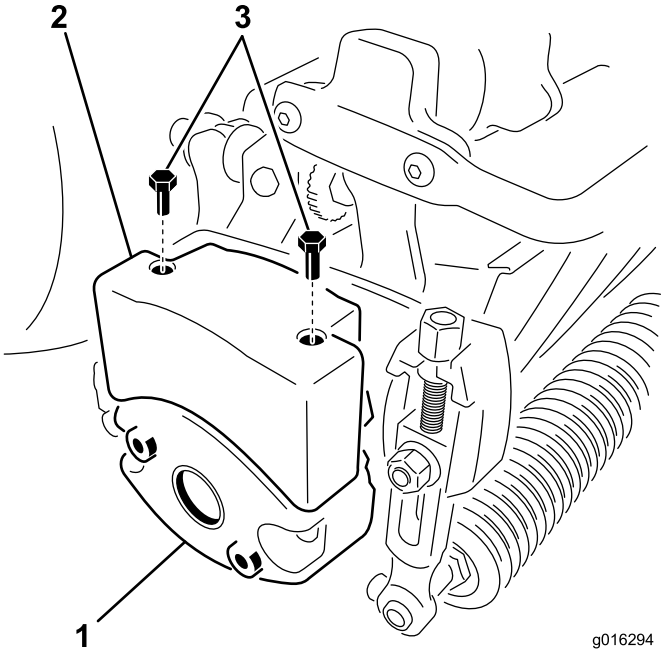

Figur 11
4. Fjern de 2 bolte, der fastgør vægten til siden af klippeenheden (Figur 11).
6. Monter en topvægt på klippeenheden ved hjælp af 2 sekskantskruer (Figur 11).